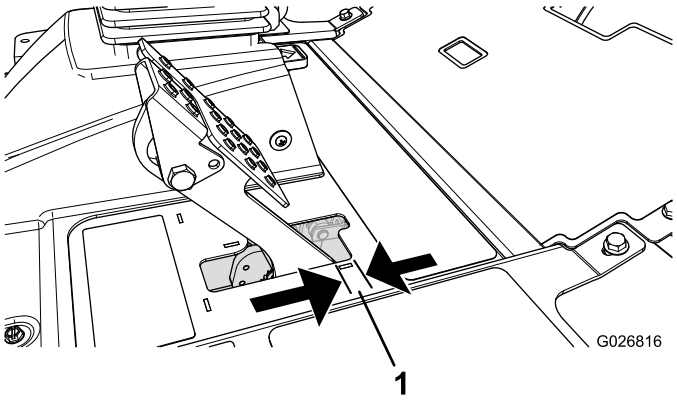

Figuur 67
Stel de remmen af als de rempedaal meer dan 25 mm speling heeft (Figuur 67), of als er meer remkracht nodig is. Met speling wordt de afstand bedoeld die het rempedaal wordt ingetrapt voordat er remweerstand wordt gevoeld.
2. Draai de achterste moer vast om de kabel naar achteren te halen totdat de rempedalen 0,63 tot 1,27 cm speling hebben (Figuur 67) voordat het wiel blokkeert.